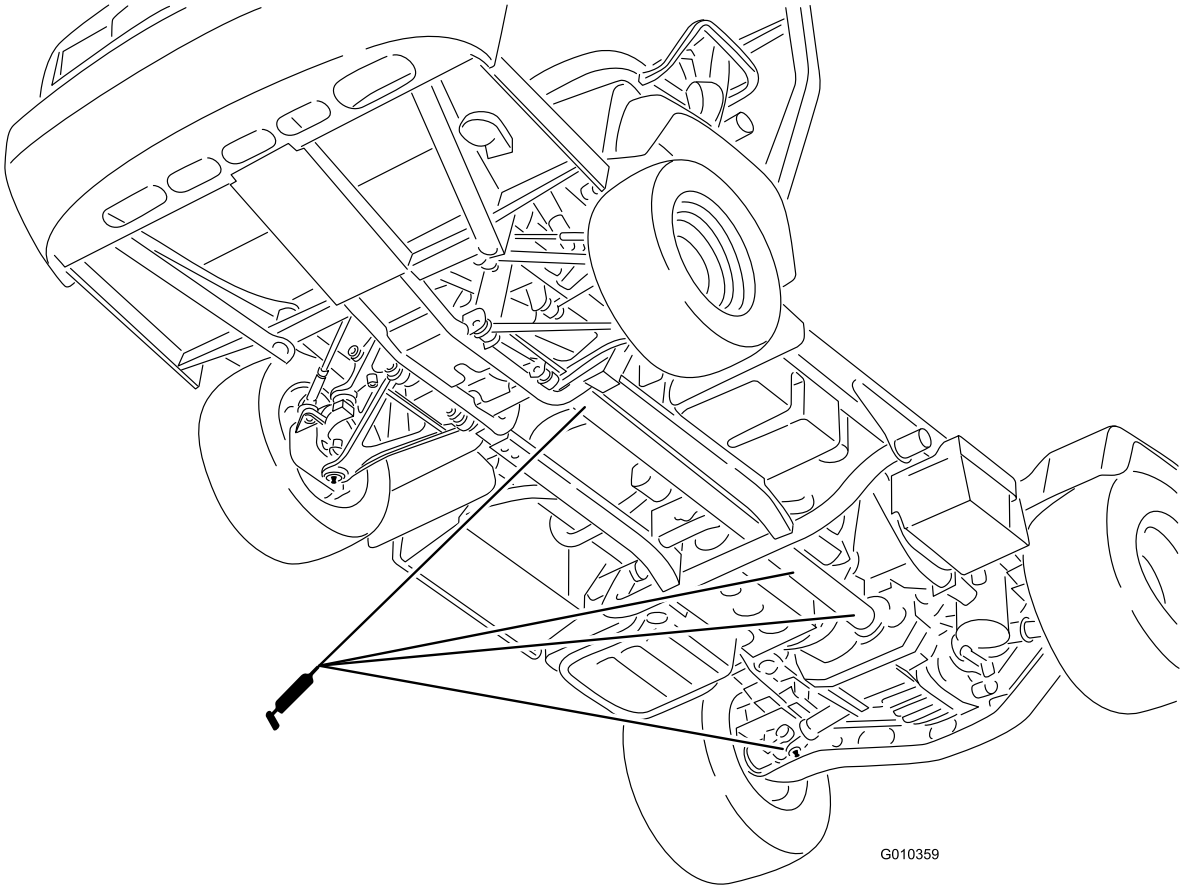

Figur 42
- U-ledd (18) og drivaksel for firehjulstrekk (3) som vist i Figur 42